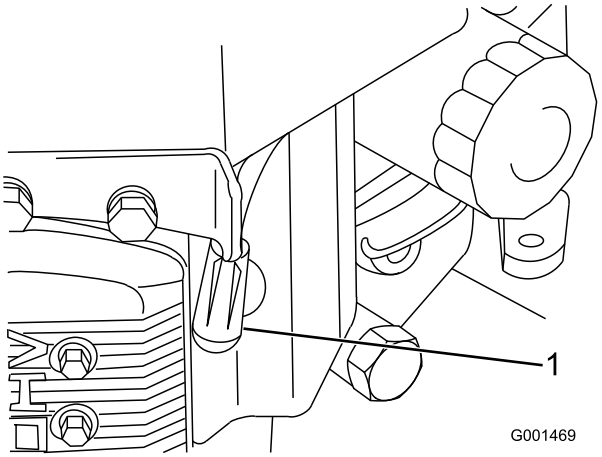

Figura 26
3. Desconecte los cables de las bujías (Figura 26).